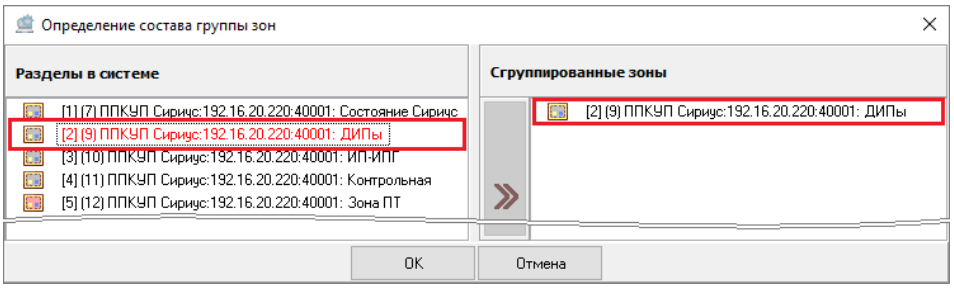

Рисунок 6-278 Выбранная аппаратная зона
В поле ***«Зоны в системе»*** отображаются все аппаратные зоны, которыми может управлять устройство ПКУ, для аппаратной группы зон которого определяется состав, в том числе и аппаратные зоны межпанельной сети (см. п. 6.3.1.2.9.5), если настраиваемая аппаратная группа зон принадлежит соответствующему ППКУП «Сириус». При этом для аппаратных зон, выбранных в качестве составляющих настраиваемой аппаратной группы зон, применяется маркировка красным шрифтом (см. Рисунок 6-278).
- дважды кликните левой клавишей мыши по аппаратной зоне в поле «Зоны в системе». Аппаратная зона будет добавлена в поле «Сгруппированные зоны» (см. Рисунок 6-278);